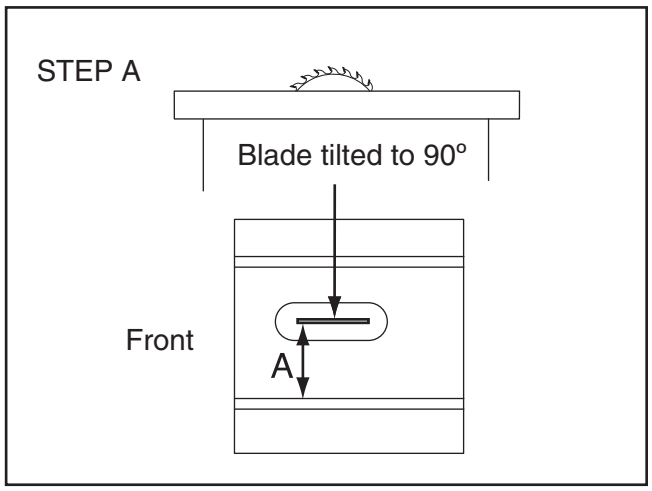

Figure 119. Measuring distance from miter slot to carbide tip of blade.
3. Measure from the miter slot to a carbide tip on the blade, as shown in **Figure 119.**